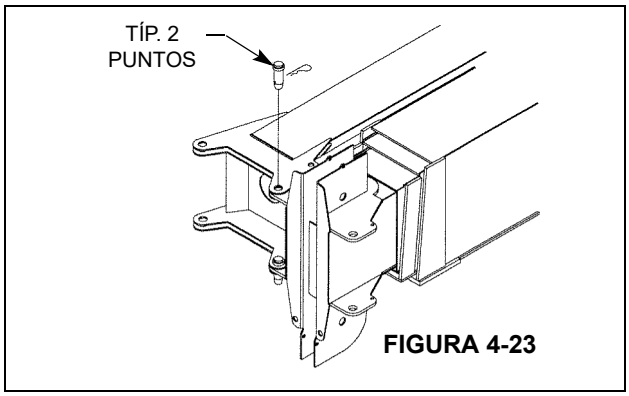

FIGURA 4-23
4. Utilice una eslinga para elevar el conjunto del plumín, alinéelo y fíjelo con pasador a la cabeza de poleas de la pluma, Figura 4-23.